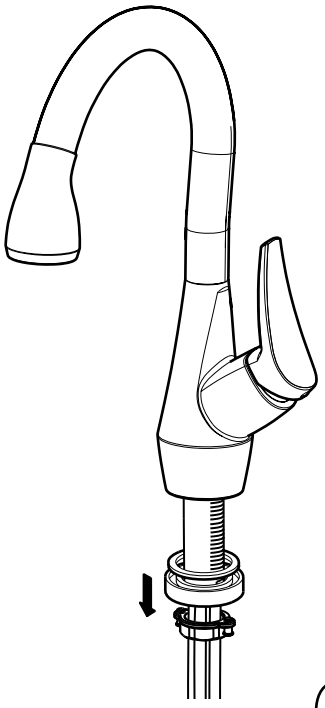

Fig. 1.1
- Dévisser et enlever l'**anneau de serrage**, la **rondelle métallique** et la **rondelle de caoutchouc** (Fig. 1.1). Pour faciliter la tâche, retirer le **tuyau du vaporisateur** de ces pièces en premier.
- Unscrew and remove the **mounting nut**, the **metal washer** and the **rubber washer** (fig. 1.1). To make it easier, remove the **hand sprayer hose** from these pieces first.